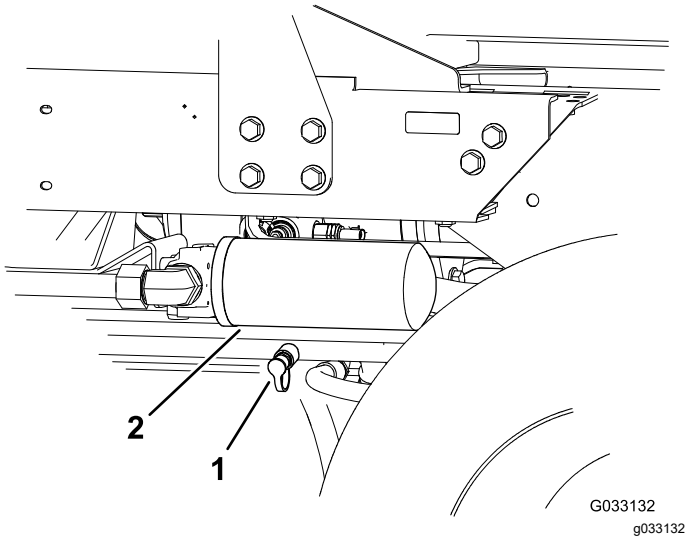

图 76
2. 在安装在后牵引歧管中的诊断接头与后牵引压力测试端口之间连接一根液压软管图 76。